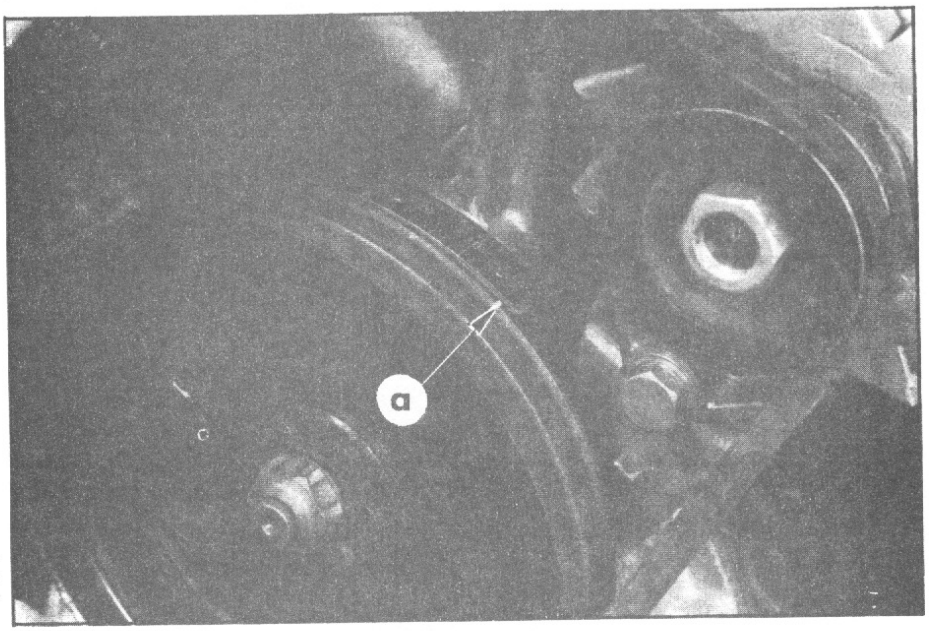

Abb. 3
Man muss also bei stillstehendem Motor im Verhältnis zu einer festen Markierung (Messlatte) den Punkt der Keilriemenscheibe markieren, welcher der Stellung 12° Frühzündung der Kurbelwelle entspricht, (Abb. 3).
3. Das Gerät 3078-T an der Spannstrebe (4) der Drehstromlichtmaschine befestigen, so dass der Rand der Messskala auf gleicher Höhe mit dem Rand der Riemenscheibe steht.
5. Einen feinen Strich auf der Riemenscheibe (3) gegenüber der Markierung "Null" der Messskala anbringen (s. Abb. 3, Seite 3).